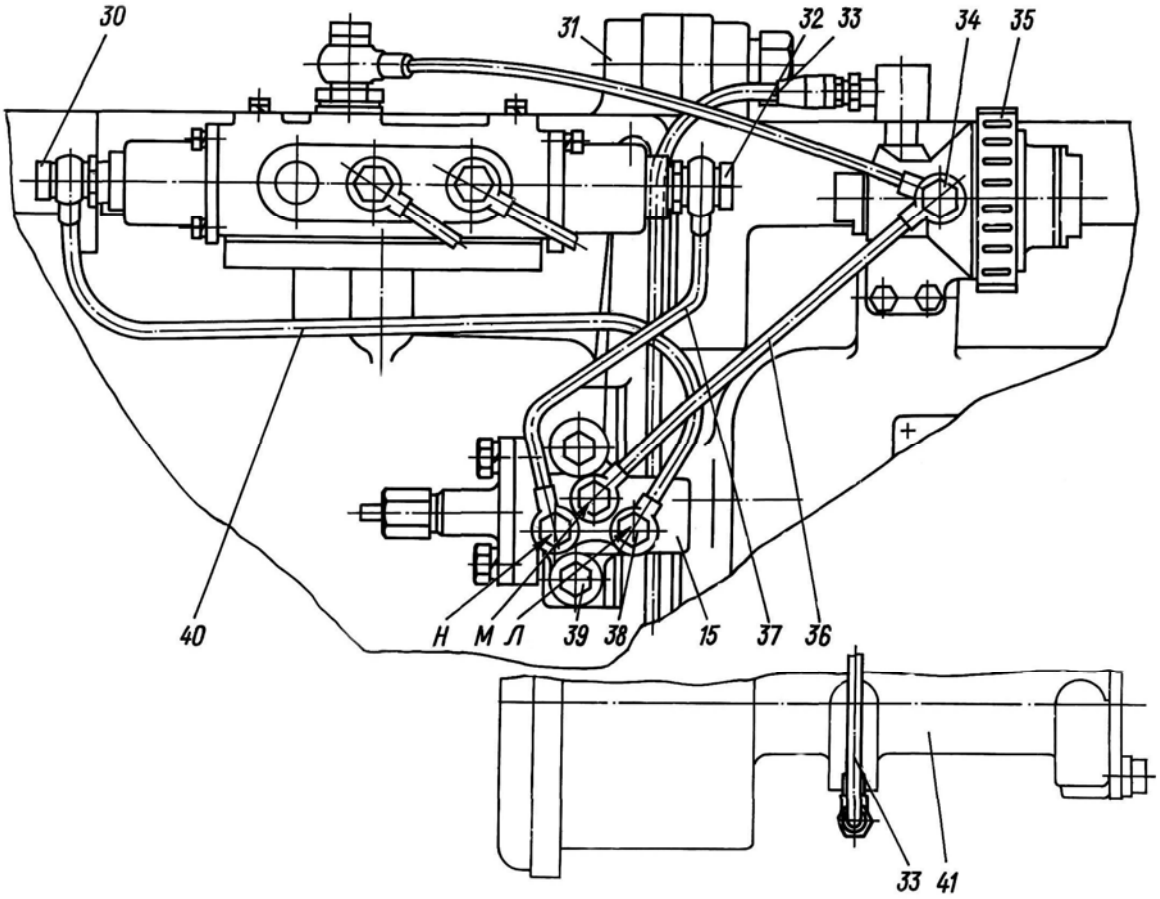

Рис.11. Управление коробкой передач и дополнительной коробкой:
Управление основной коробкой – механическое, осуществляется рычагом 10 (рис.11) из кабины водителя.
Снять подушки пассажирского сиденья и сиденья водителя, снять чехол кожуха турбонагнетателя и средний коврик пола, отвернуть верхнюю крышку 4 (см. рис.11) рычага. Отвернуть винты 26 крепления крышки корпуса, придерживая от проворачивания установочные винты 27. Отделить крышку 23 от корпуса 2, при этом осторожно извлечь из полости К шарики 25 и пружину 22. Отвернуть винты 28 крепления верхнего и нижнего хомутов 6, отсоединить трос 24 от переключателя 1, одновременно вывести из гнезда корпуса *2* ограничительную гайку 5. При необходимости сместить вниз по рычагу 10 верхний хомут 6. Отвернуть гайку 3, затем отвернуть корпус 2 рычага. При необходимости отвести в сторону ограничительную гайку 5 с тросом. Снять хомуты 6, перемещая их по рычагу 10 и защитной пружине оболочки троса, раздвинуть уплотнительный чехол 9 в нижней его части и расплести стяжку 13 (или разорвать ее). Снять обойму 14 чехла уплотнения рычага 10 с накладки 18 уплотнителя, сдвинуть нижнюю часть уплотнительного чехла 9 с обоймой 14 вверх по рычагу 10, вывернув чехол наизнанку (как показано на рисунке пунктиром) на величину, достаточную для доступа к стяжке 7. Расплести (или разорвать) стяжку 7, вывернуть чехол 9 в первоначальное – исходное положение, снять чехол 9 и обойму 14 в сборе с накладками с рычага 10. Отделить чехол 9 от обоймы 14.
- поверхности трения деталей рычага 10 (см. рис.11) смазать, а полость К переключателя 1 заполнить смазкой ЦИАТИМ-221;